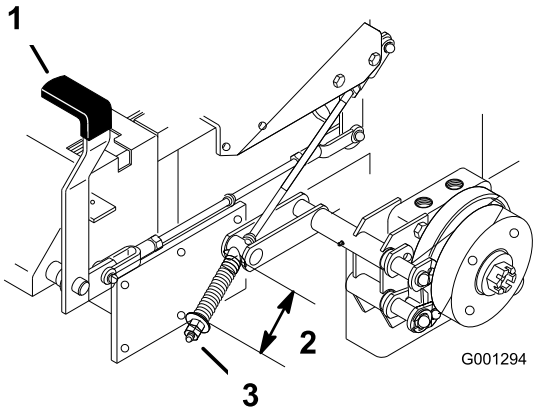

Figur 69
2. Mål fjederens længde. Der skal være 64 mm mellem skiverne (Figur 69).
3. Hvis justering er nødvendig, skal parkeringsbremsen deaktiveret, kontramøtrikken under fjederen skal løsnes, og møtrikken lige under fjederen skal justeres (Figur 69). Drej møtrikken, indtil det rigtige mål er nået. Drej møtrikken med uret for at afkorte fjederlængden, og drej mod uret for at øge fjederlængden.